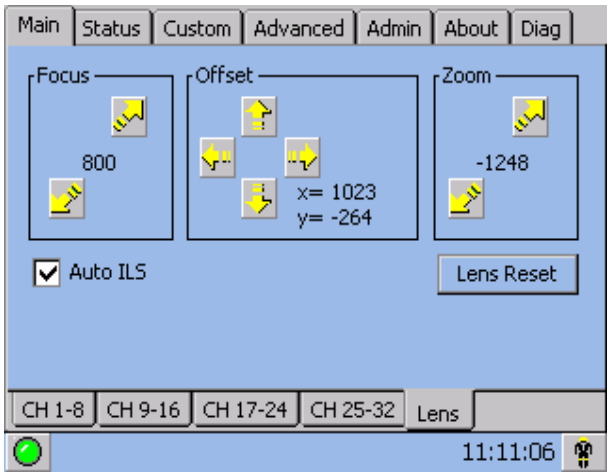

Figure 2-37 Intelligent Lens System
2. Using an framing test pattern (Framing.tga is recommended), adjust the **Offset** by clicking the up/down/ left/right buttons on the **Main: Lens** menu (**Figure 2-37**) as necessary to display a square image on the screen. **NOTES: 1)** *You can also hold the buttons down for continuous movement.* **2)** *For best optical performance, make sure to minimize keystone error by using offset more than aiming to center the image in off axis installations.* **3)** *For best results, avoid extreme tilts or offsets. Corner vignettes on a white test pattern indicates extreme offset that should be avoided using mechanical alignment.*